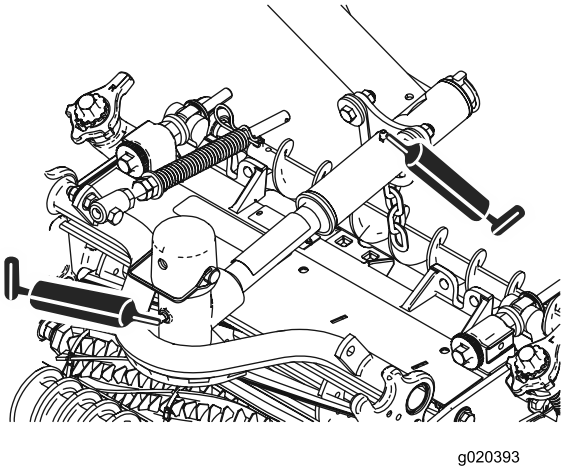

Figur 45
- Klippenhetens svängtappar (2 var) (Figur 45)